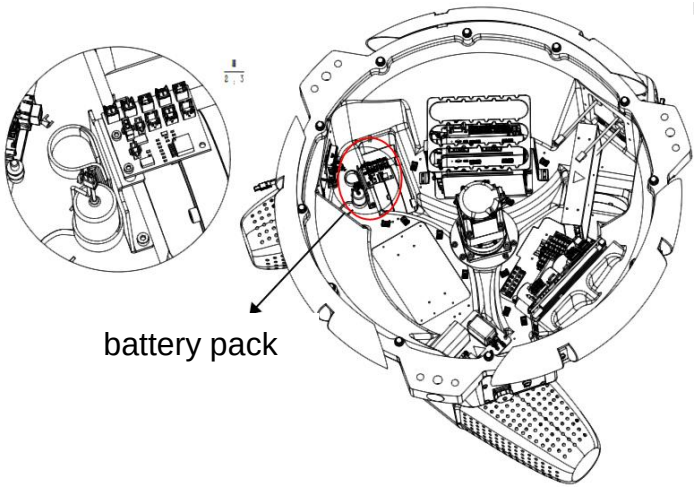

Figure 4-2 Encoder battery location
**Step 3** After removing the top cover, the position of the internal encoder battery is shown in Figure 4-2.